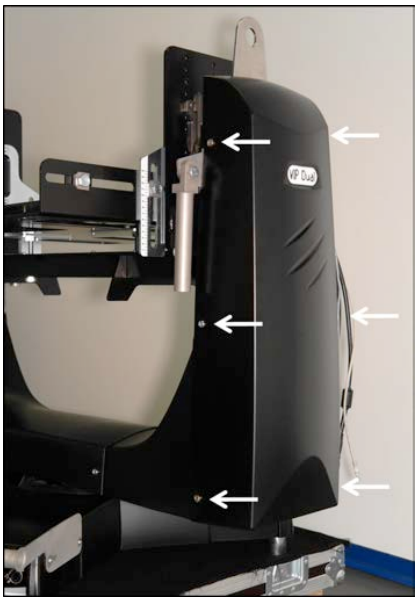

Figure 2-4 Vertical cover removal
1. Remove 6 screws from the vertical covers on both ends of the arm as shown in ***Figure 2-4***.This provides access to the components in ***Figure 2-5 & 2-6***.